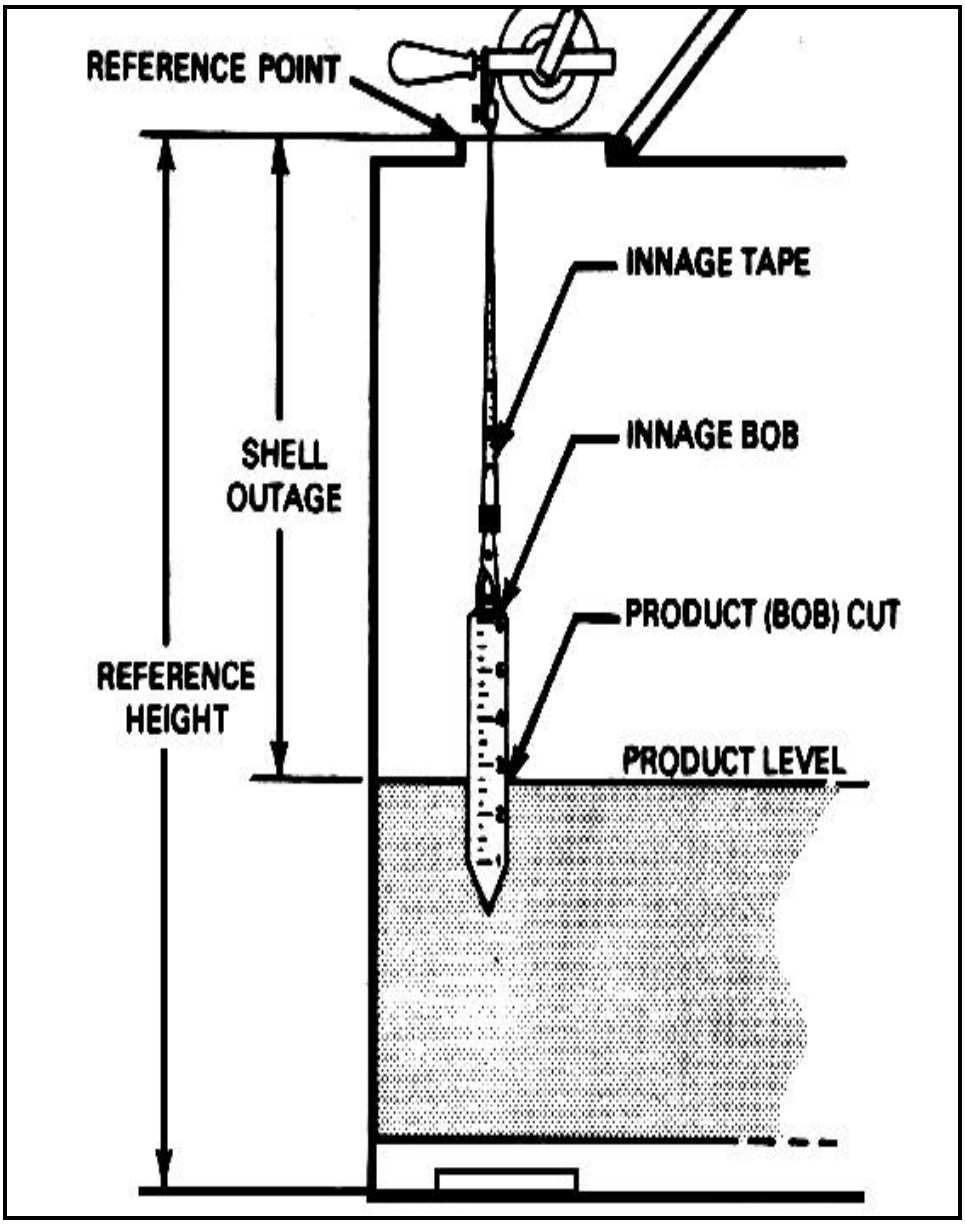

Figure 3-16. Taking an outage reading using an innage tape and bob
• Outage gage using innage tape and bob. To get an outage gage or ullage using the innage tape, and bob, refer to Figure 3-16, page 3-16, and follow the steps below.